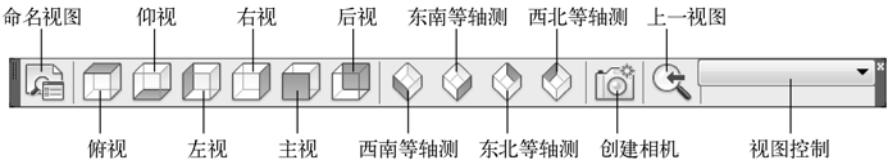

图 1-2 “视图”工具栏
- 打开“视图”工具栏（如图 1-2 所示），鼠标左键单击工具栏中任意一个按钮